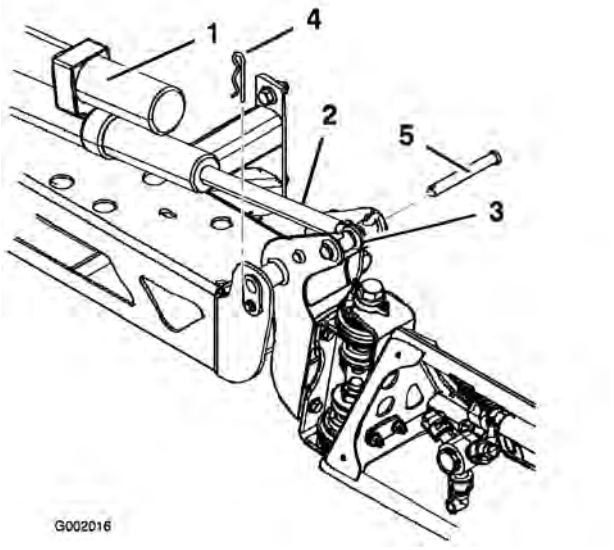

Figur 35
2. Ta bort saxpinnen från svängtappen (Figur 35).
3. Höj sprutrampen och ta bort tappen (Figur 35). Sänk sedan långsamt sprutrampen till marken.
6. Höj sprutrampen så att svängleden kommer i nivå med manövreringsstången. Håll i sprutrampen och för in tappen genom både svängleden och manövreringsstången på sprutrampen (Figur 35).